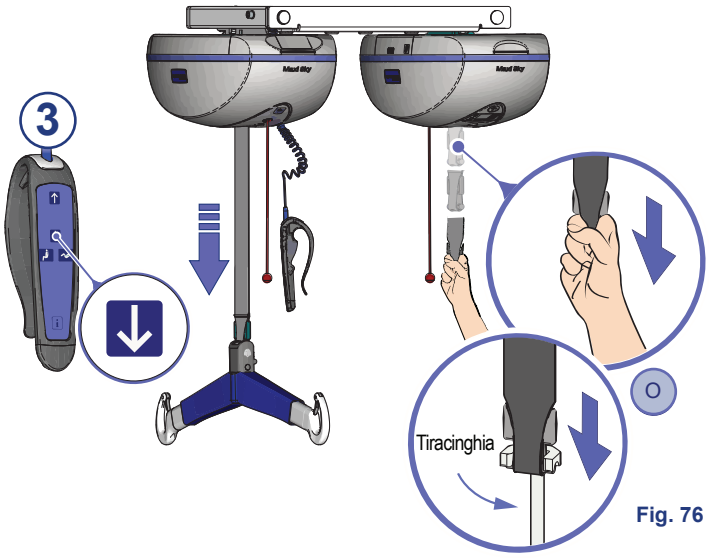

Fig. 76
2) Per impostare *Maxi Sky* 2 Plus in Modalità doppia, seguire i passaggi illustrati nella fig. 76.